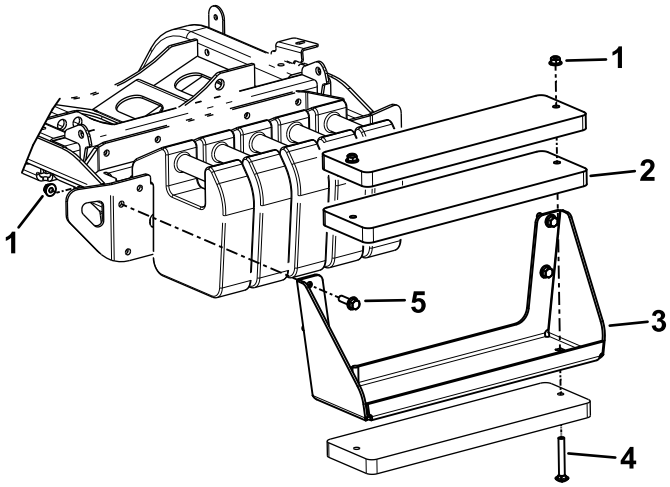

Figur 19
Obs: Se Figur 19 för dessa steg.
A. Använd skruvarna (⅜ x 4 tum) och muttrarna (⅜ tum) för att montera de tre vikterna på fästet (Figur 19).
B. Använd sexkantsskruvarna och muttrarna (ingår i satsen) för att montera viktfästet på maskinen (Figur 19).
A. Ta bort viktfästet från maskinen (Figur 19).
C. Använd skruvarna (⅜ x 4 tum) och muttrarna (⅜ tum) för att montera de tre vikterna på fästet (Figur 19).
D. Använd de tidigare borttagna fästdonen för att montera viktfästet på maskinen (Figur 19).